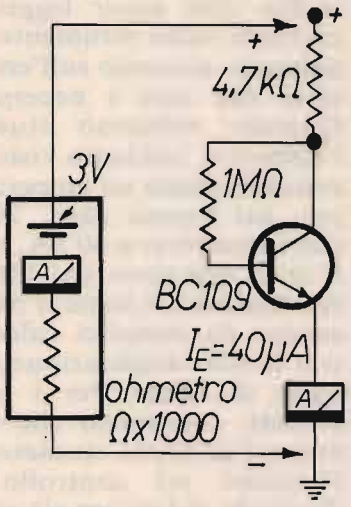

figura 3
Come d'abitudine, colleghiamo l'ohmetro come in figura 3. Misureremo una corrente di 40 μA e una resistenza di 22 kΩ. La batteria dell'ohmetro fa funzionare il transistor. È molto utile poter leggere la corrente sullo strumento che abbiamo piazzato sull'emettitore, ma non è necessario. Quando abbiamo studiato l'ohmetro, abbiamo visto che esso è in realtà un amperometro; nel nostro caso, 22 kΩ corrispondono a 40 μA, come si può desumere dal libretto di istruzioni, o come si può ricavare da semplici calcoletti con la sola applicazione della legge di Ohm. Per i nuovi Lettori, rammento che l'ohmetro l'abbiamo studiato nell'articolo sul controllo dei diodi (3). Il Lettore già sa che la bassa corrente che passa nel transistor è dovuta alla forte resistenza interna dell'ohmetro sulla portata Ω × 1000. Passiamo adesso su Ω × 100, e notiamo che la corrente sale, e scende la tensione sul collettore. Passando su Ω × 10, avremo ancora un aumento di corrente e una diminuzione di V_C, il che significa che la resistenza interna del transistor diminuisce. Tutto regolare! Altra prova che possiamo fare è spostare il puntale positivo sul collettore. In questo modo il transistor continuerà a funzionare, anche se adesso siamo ricaduti nel circuito del transistor funzionante a "vuoto", cioè senza carico. Infatti, osservando bene la figura 3, il resistore di carico da 4,7 kΩ è completamente escluso dal circuito.
Riferendomi alla figura 3, ho misurato una resistenza altissima, nel senso che l'indice dello strumento non si è mosso dall'inizio scala. Dopo qualche momento di esitazione, ho controllato se i puntali erano collegati bene sul tester. Come il Lettore ha già capito, li avevo collegati alla rovescia, e quindi il transistor non poteva funzionare. Un
tempo, forse, mi sarei arrabbiato per questo stupido sbaglio, ma con il fluire degli anni si diventa più filosofi. Il fatto che l'ohmetro non misurasse niente, era, dopo tutto, un fatto positivo. Se l'ohmetro avesse misurato qualcosa — mi riferisco al circuito di figura 3 — sarebbe stato "strano". Se la giunzione base-emettitore fosse stata in corto, avrei misurato una quindicina di kiloohm, cioè il resistore di carico più la resistenza diretta della giunzione base-collettore (su Ω × 100 la resistenza della giunzione è alta). Lo strumento si sposterà "a sinistra". La morale è che non tutti i mali vengono per nuocere.